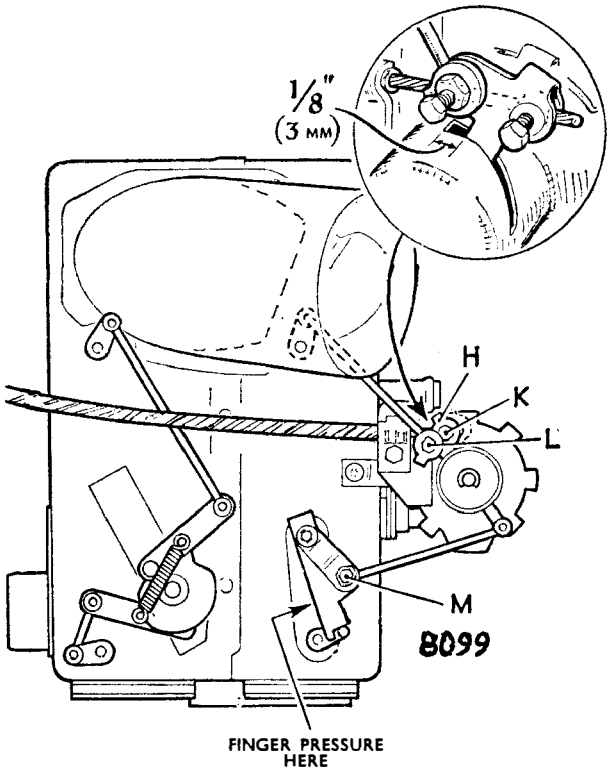

Fig. 9. *Car control, water valve, air mixing valve and air outlet valve adjustment details*
These valves are controlled by interconnected rods, cams and levers actuated by the facia controls which are connected by means of flexible cables to the water control valve lever (H) and the flap-valve lever (J) (Figs. 9 and 10 respectively).
1. "CAR" control (See Fig. 9)
water valve lever (H) is $\frac{1}{8}$ in. (3·2 mm.) from the end of its slot (as shown in Fig. 9).